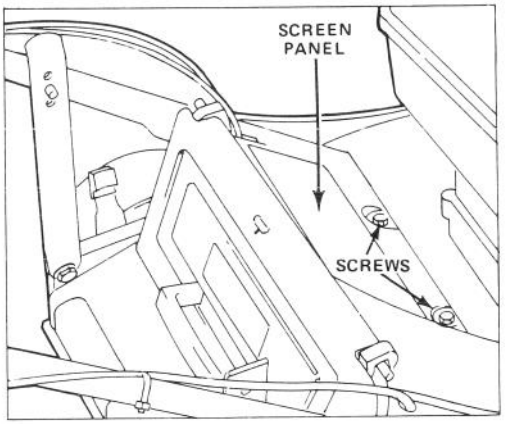

Figure 21
2. Remove (2) screws securing screen panel to top of mower housing (Fig. 21). Remove panel.
5. Remove screen panel and access cover on mower housing and clean around gear box and blade brake mechanism (Fig. 21 & 25).